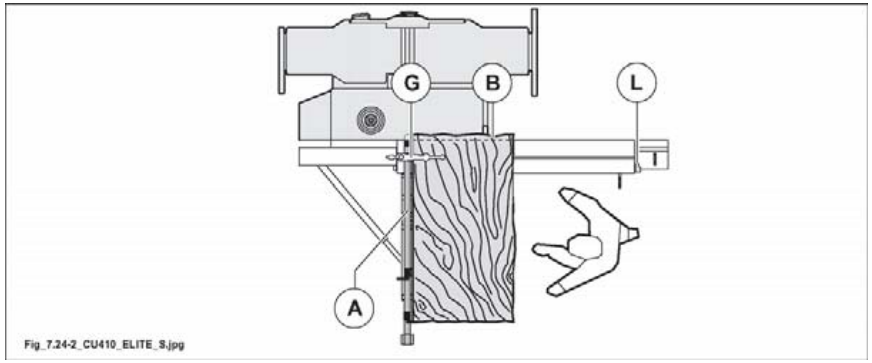

Abb. 7.24-2
- Schiebetisch ganz rechts verstellen (siehe Abb. 7.24-2) und Hebel (L Abb. 7.24-2) festklemmen.
- Platte um 90° drehen, die besäumte Seite (A Abb. 7.24-2) gegen Alu-Lineal legen, die Platte durch Spannarm (G Abb. 7.24-2) festspannen dann den Schnitt (B Abb. 7.24-2) vornehmen.